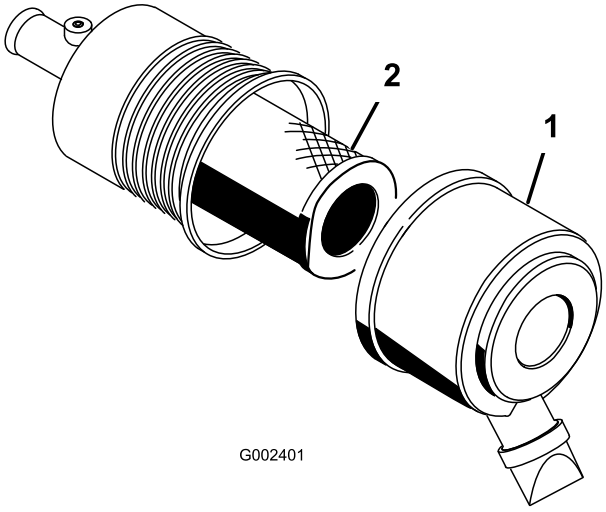

Figur 42
1. Lossa spärrhakarna på luftrenaren och dra av luftrenarkåpan från luftrenarhuset (Figur 42).
3. Dra försiktigt ut huvudfiltret ur luftrenarhuset (Figur 42).
6. Om du byter ut säkerhetsfiltret ska du försiktigt skjuta in det nya filtret i filterhuset (Figur 42).
7. Skjut försiktigt på huvudfiltret över säkerhetsfiltret (Figur 42).
8. Sätt tillbaka luftrenarkåpan med sidan uppåt och fäst spärrhakarna (Figur 42).